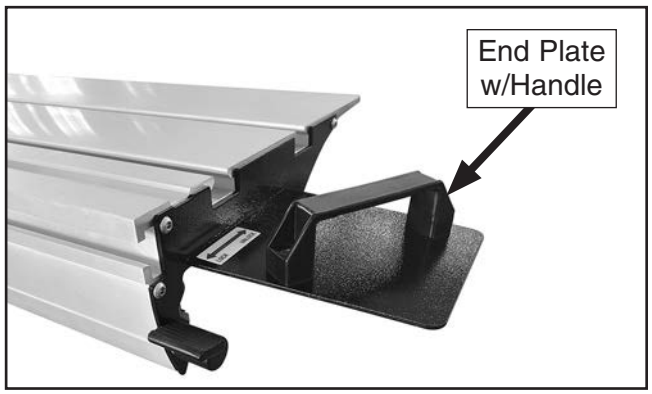

Figure 18. Slide table control end handle.
4. Install end plate with handle, as shown in **Figure 18**, using the screws pre-installed in this location on the sliding table.